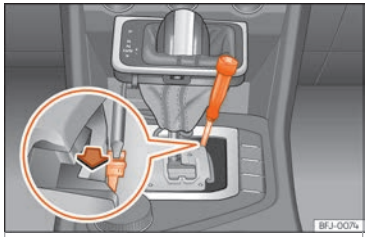

Fig. 55 Leva selettrice: sblocco di emergenza dalla posizione di parcheggio.
• Aiutandosi con un cacciavite, premere lateralmente il gancio giallo di sblocco ››› fig. 55 e tenerlo premuto.